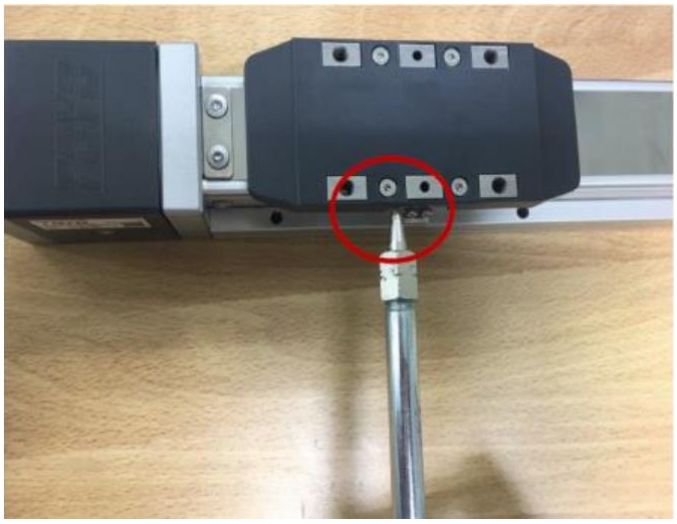

图 4-1 滑台注油图
2) 使用尖头型油嘴枪与滑座两侧油嘴紧密配合后注入无尘油，如图 4-1 所示。其中注油工具油枪嘴规格：蛇腹式牛油枪，型号：CH500-400CC。